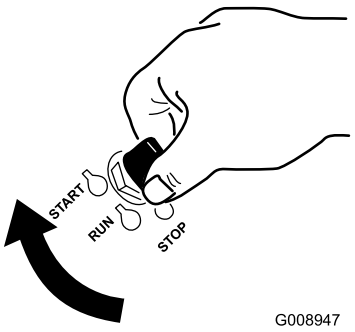

**Figuur 18**
7. Draai het contactsleuteltje naar de stand Start (Figuur 18). Laat het sleuteltje los zodra de motor aanslaat.